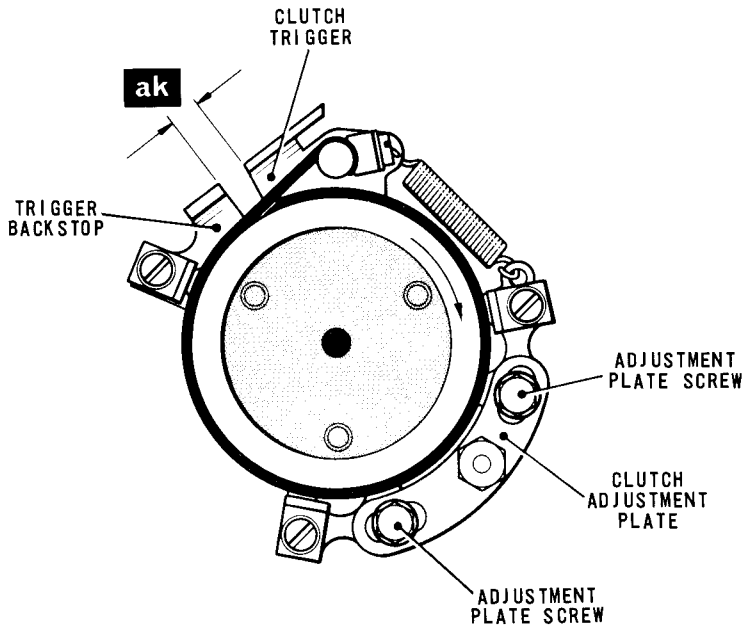

Fig. 4.30 SELECTOR CLUTCH
33.1 Move the electromagnet armature to the space position so that the clutch detent is lifted and the clutch trigger, Fig.4.30, is released. Check that there is now a clearance of .093 – .110 in. (dimension 'ak') between the clutch trigger and its backstop.